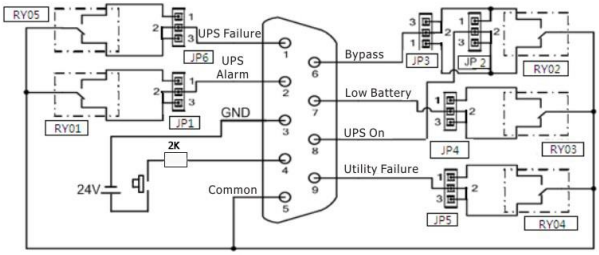

Rys. 3 Podłączenie dla ACTIVE OPEN
Jeśli Pin3 zewrze się z Pin2(AO) przez zworkę, stan sygnału styku bezpotencjałowego będzie ACTIVE OPEN, patrz rys. 3. Gdy sygnał jest aktywny, pin sygnałowy na złączu DB9 rozłączy się ze wspólnym pinem (pin5) przez przekaźnik.